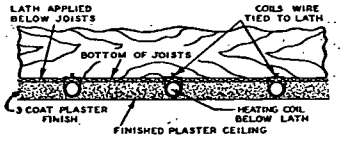

FIG. 3. COILS IN PLASTER BELOW LATH
c. Copper tubes of the smaller diameters are attached to the underside of wire lath or gypsum lath. Plaster is then applied to the lath to embed the tube, as shown in Fig. 3.